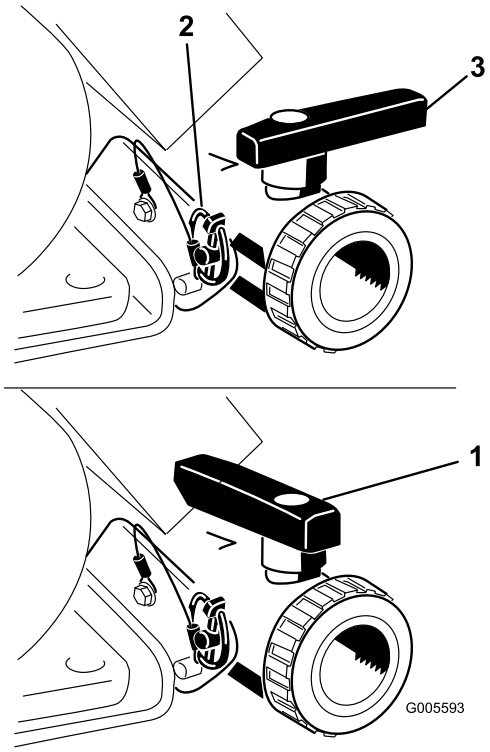

Figur 21
Åbn ventilen for at dræne eventuelt ubrugt materiale fra tanken, og bortskaf det i henhold til den lokale lovgivning og materialeproducentens vejledning (Figur 21). Efter dræningen fjernes ringstiften på det beslag, der fastholder aftapningsventilen til maskinen, og ventilen lægges på jorden. Det gør det muligt at dræne eventuelt restmateriale fra slangen.
3. Når tanken er helt tom, monteres ventilen på stellet med den ringstift, der tidligere blev fjernet, og aftapningsventilen lukkes (Figur 21).